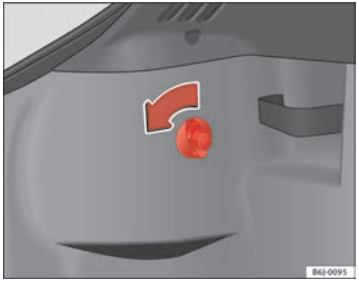

Fig. 143 Access to tail lights
– Turn the bolt in the direction of the arrow, by hand or with a screwdriver ⇒ fig. 143.
– Remove the connector from housing (A) ⇒ page 216, fig. 143.